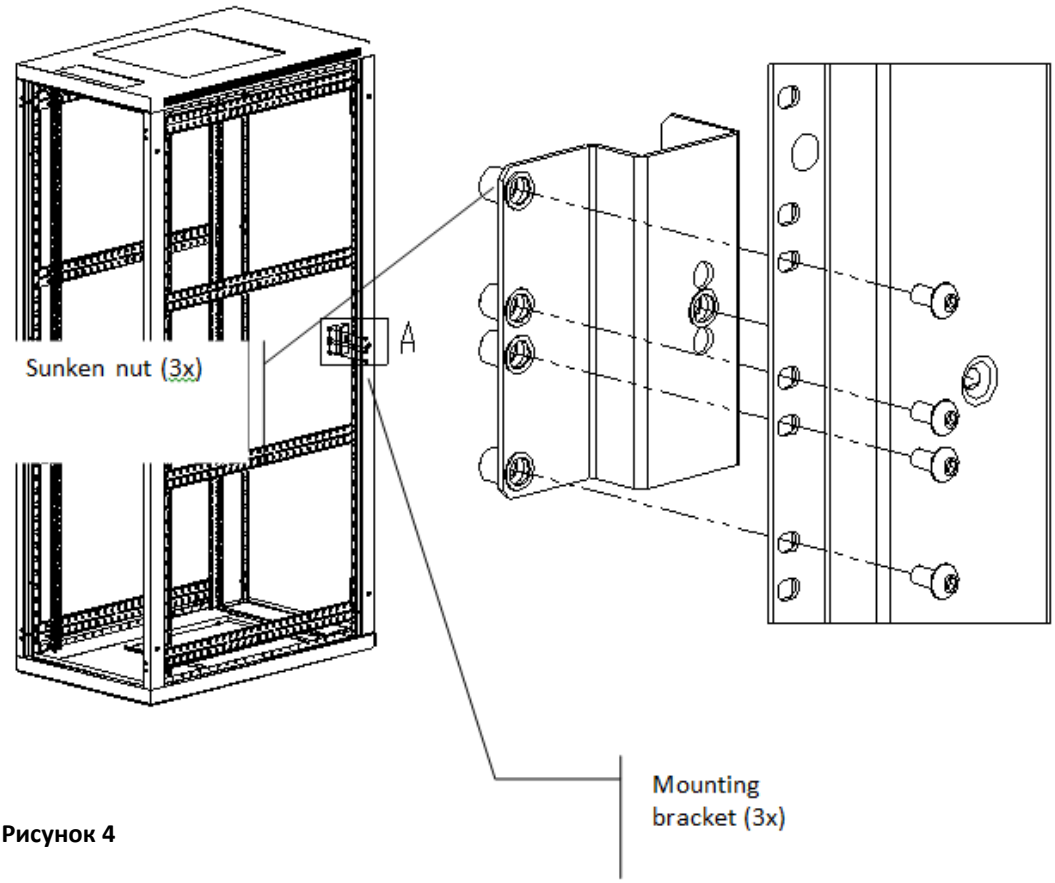

Рисунок 4
- Установите 3 опорные консоли на опору распределительного щита (внутри распределительного щита). Убедитесь в том, что отверстие для соединения в консоли выровнено с остальными отверстиями. Воспользуйтесь шестигранным ключом размера 3, см. рис. 4.